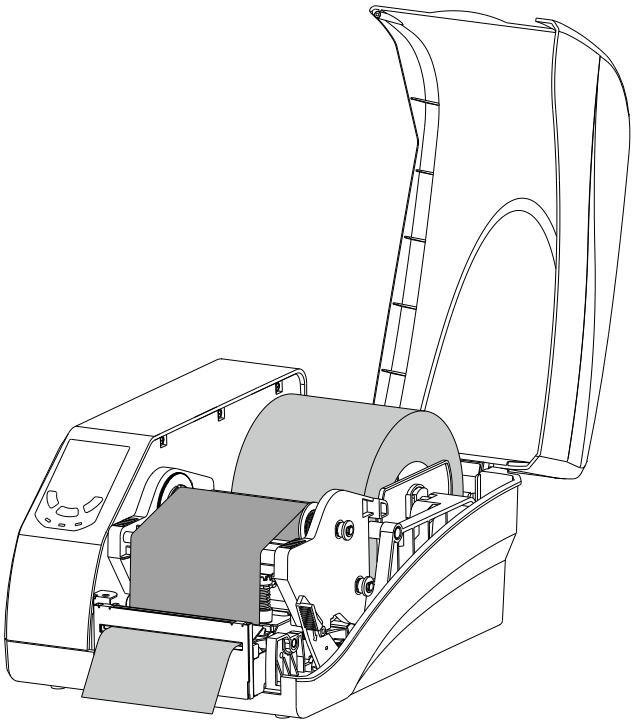

Figure 2-15 Media Loaded
3. Load the media, please refer to 2.2.4.1 Tear-off Mode. Thread the media through the opening on the cutter as shown in Figure 2-15.